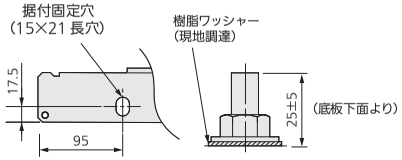

図5 図6
- 防振ゴム、架台等は必ず足の奥部までを受けるようにしてください。また上部からの固定用ワッシャーは据付固定穴より大きい物を使用してください。（図 5）